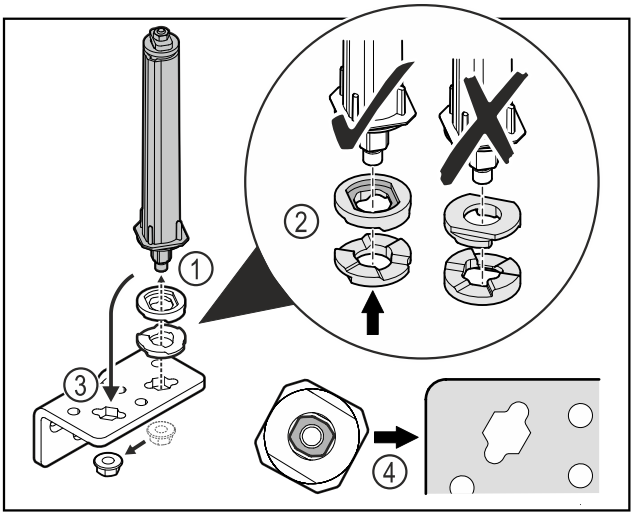

Fig. 23
▶ Soltar la tuerca y retirar el sistema de cierre de la puerta *Fig. 23 (1)*.
▶ Tener en cuenta la orientación correcta de las arandelas de ajuste de altura *Fig. 23 (2)*.
▶ Cambiar la posición del sistema de cierre de la puerta en la escuadra de bisagra y fijar con la tuerca *Fig. 23 (3)*.
▶ Tener en cuenta la orientación correcta del sistema de cierre de la puerta al insertarlo *Fig. 23 (4)*.